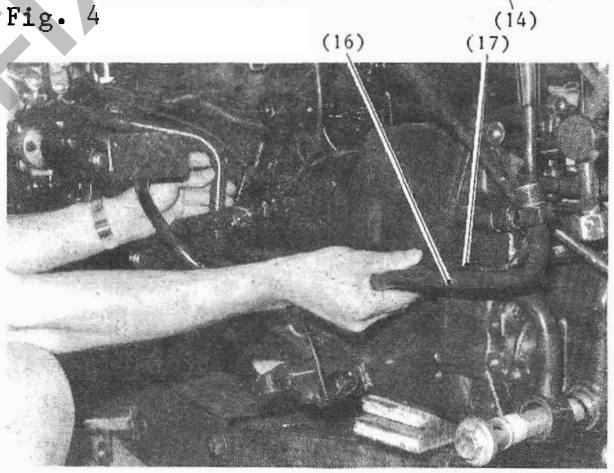

Fig. 5
6) Remove the cooler pipe (L) (16) and the suction pipe (Main) (17) (Fig. 5).
* Removing the rear tire (L) makes the job easier.